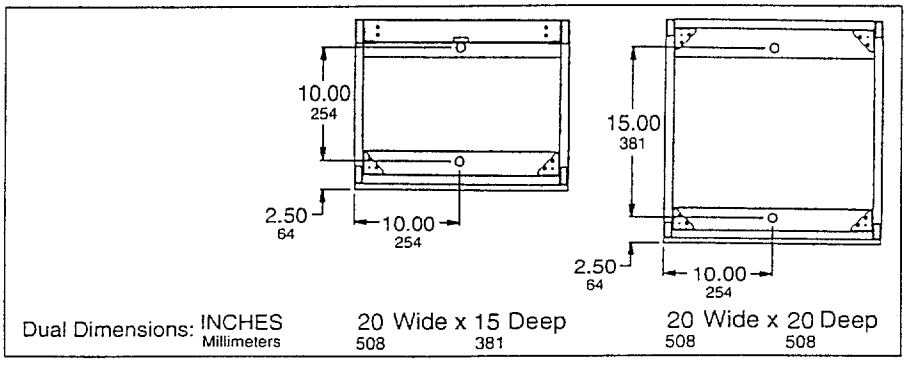

Figure 11: Base channel mounting
9. Fasten each section to the floor (figure 11), using 3/4" or 1/2" grade 5 or higher bolts and flat washers (furnished by the installer). The two 0.88" (22 mm) diameter base channel mounting holes provide clearance for bolt expansion anchors for 1/2" bolts.